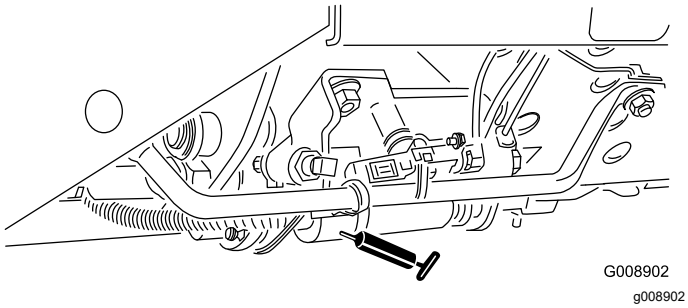

Figur 46
- Klippe/transportskyder (Figur 46)